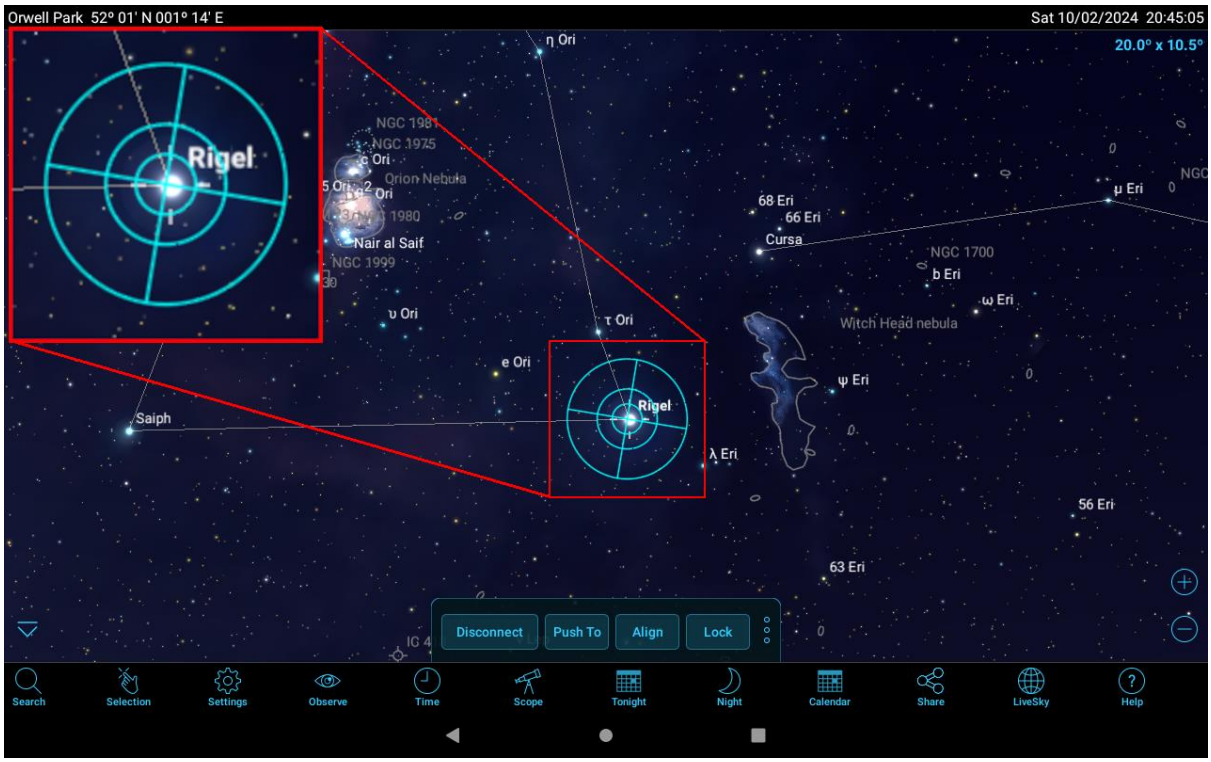

Figure 26. Target indicates where the telescope is pointing.
12. A target (cross and circles) will appear, centred on Rigel, to indicate where the telescope is pointing in the sky. See figure 26.